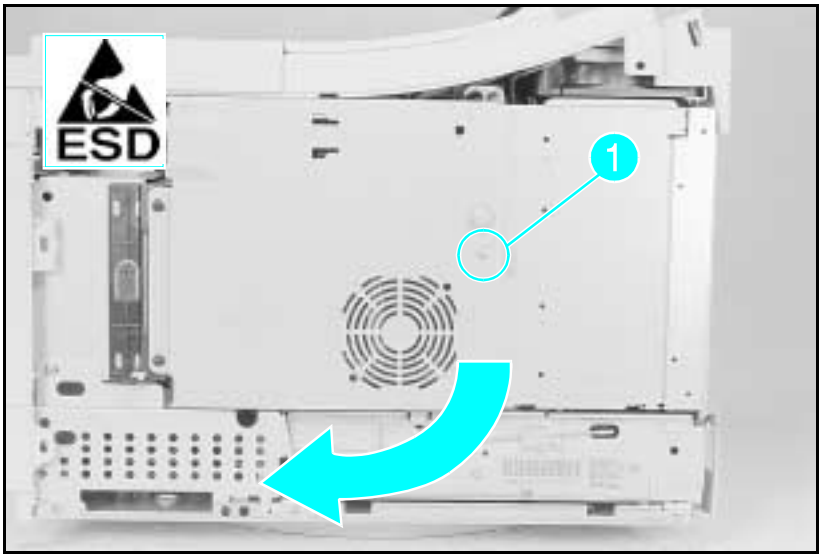

Figure 6-23b Opening the SIMMs Door (LaserJet 4 Plus)
2 Remove the (1) screw that holds the SIMMs cover (see Figure 6-23b, callout *1*).